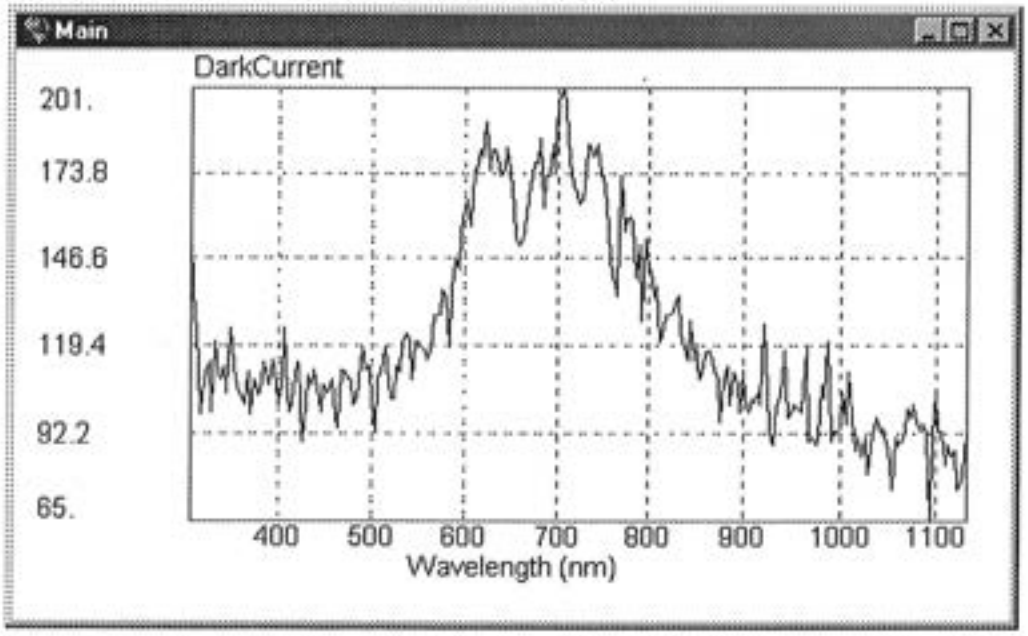

Figure 50. Typical Dark Scan (Integration Time = 100ms).
6. Take a "Dark Scan" (Figure 50) using the "Darkscan" button (Section 4.2.2.6., ("Darkscan" Button.)).and switch on the "Dark Correction" with the "Darkcorr" button (Section 4.2.2.10., ("Darkcorr" Button.)).